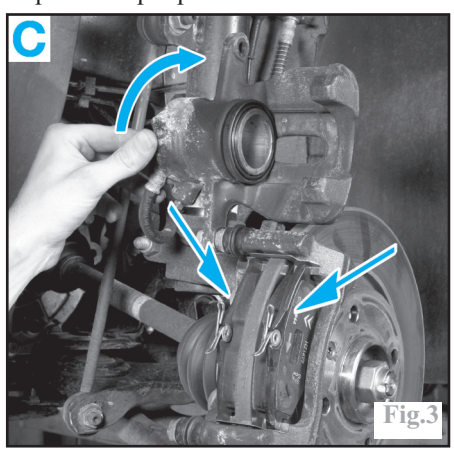

Fig.3
Basculer l'étrier vers le haut en (C) (Fig.3).